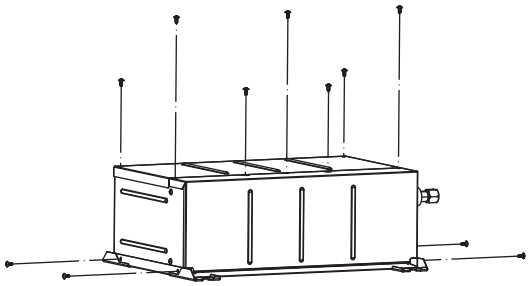

Fig. 4-5
4.2. Procédures de changement de direction des tuyaux (Fig. 4-5 ①~⑧)